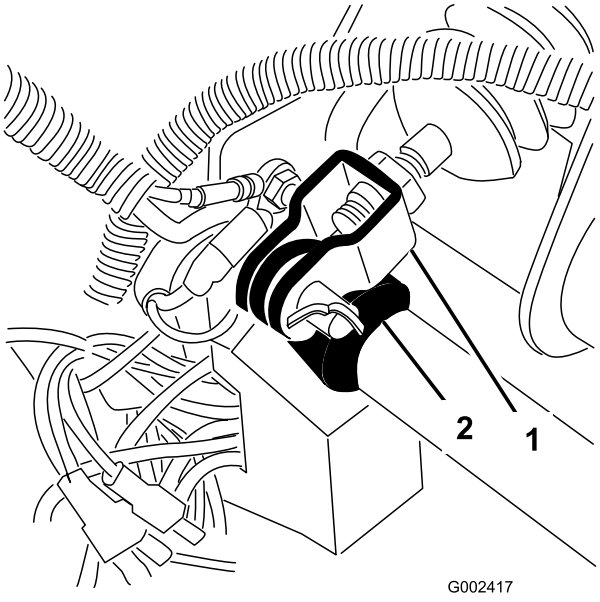

Figur 68
1. Fjern låseclipsen og gaffelbolten, som fastgør hovedcylindergaflen til bremsepedalens drejetap (Figur 68).
3. Løsn kontramøtrikkerne, der fastgør gaflen til hovedcylinderakslen (Figur 68).